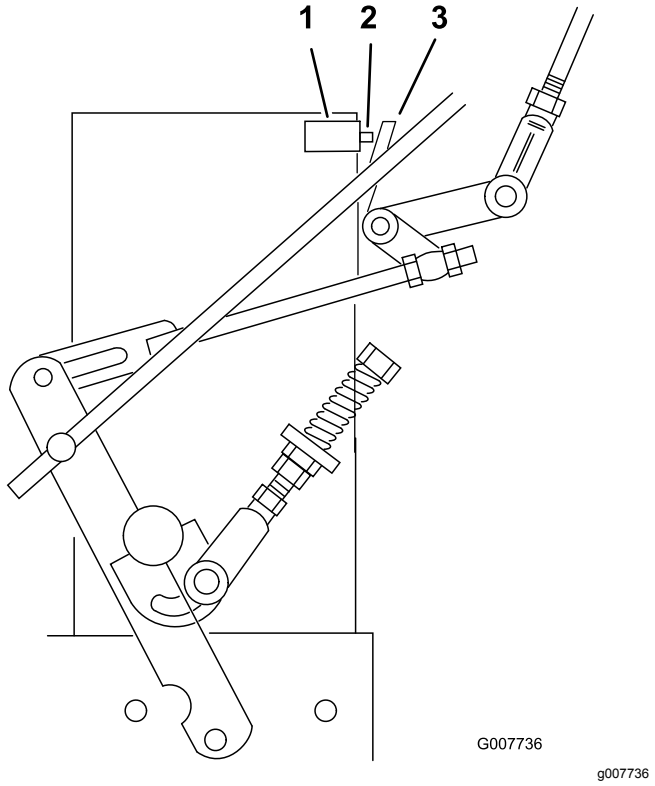

**Figur 33**
7. Kontrollera att säkerhetsbrytaren är intryckt och att det är ett mellanrum på 8 mm mellan omställartungan och brytaren (Figur 33).
8. Justera vid behov brytarens placering för att skapa ett mellanrum på 8 mm (Figur 33).